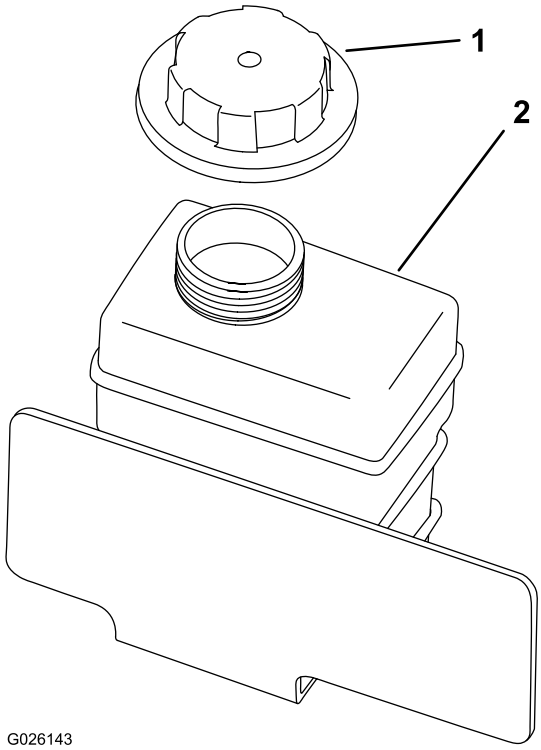

Figuur 17
2. Controleer het koelvloeistofpeil in de reservetank (Figuur 17).